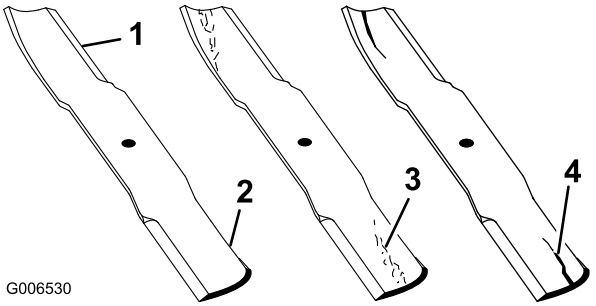

Figur 22
2. Undersøg omhyggeligt skæreknivens skær, især der hvor den flade side og den buede side mødes (Figur 22). Da sand og slibematerialer kan slide det metal væk, der forbinder den flade og den buede side af skærekniven, skal skærekniven kontrolleres, før maskinen anvendes. Hvis du bemærker tegn på slid (Figur 22), skal du udskifte skærekniven. Se Afmontering af skærekniven.
Hvis skærekniven får lov til at blive slidt, vil der danne sig en slids mellem seglen og den flade del af skærekniven (Figur 22). Før eller siden kan et stykke af skærekniven knække af og blive slynget ud fra husets underside, hvilket muligvis kan medføre alvorlig personskade for dig eller omkringstående personer.